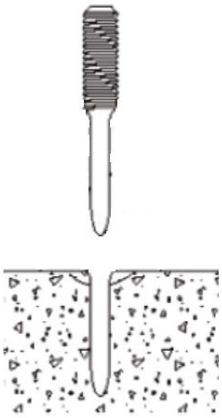

Figura 2
1. El elemento de sujeción puede desengancharse del hormigón/la mampostería (Vea la **Figura 2**), **O**